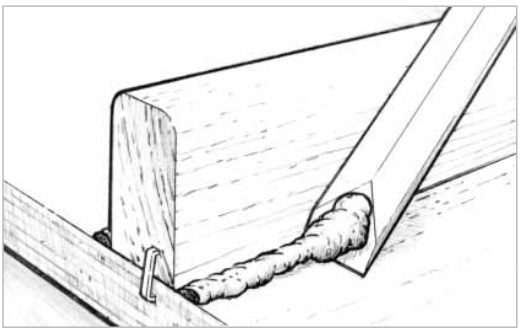

Figure 5-11 *Remove excess epoxy before it begins to gel. A sharpened mixing stick makes an excellent cleanup tool.*
4. Remove or shape excess adhesive that squeezes out of the joint as soon as the joint is secured with clamps. An 804 Reusable Mixing Stick or a wooden mixing stick with one end sanded to a chisel edge is an ideal tool for removing the excess *(Figure 5-11)*.